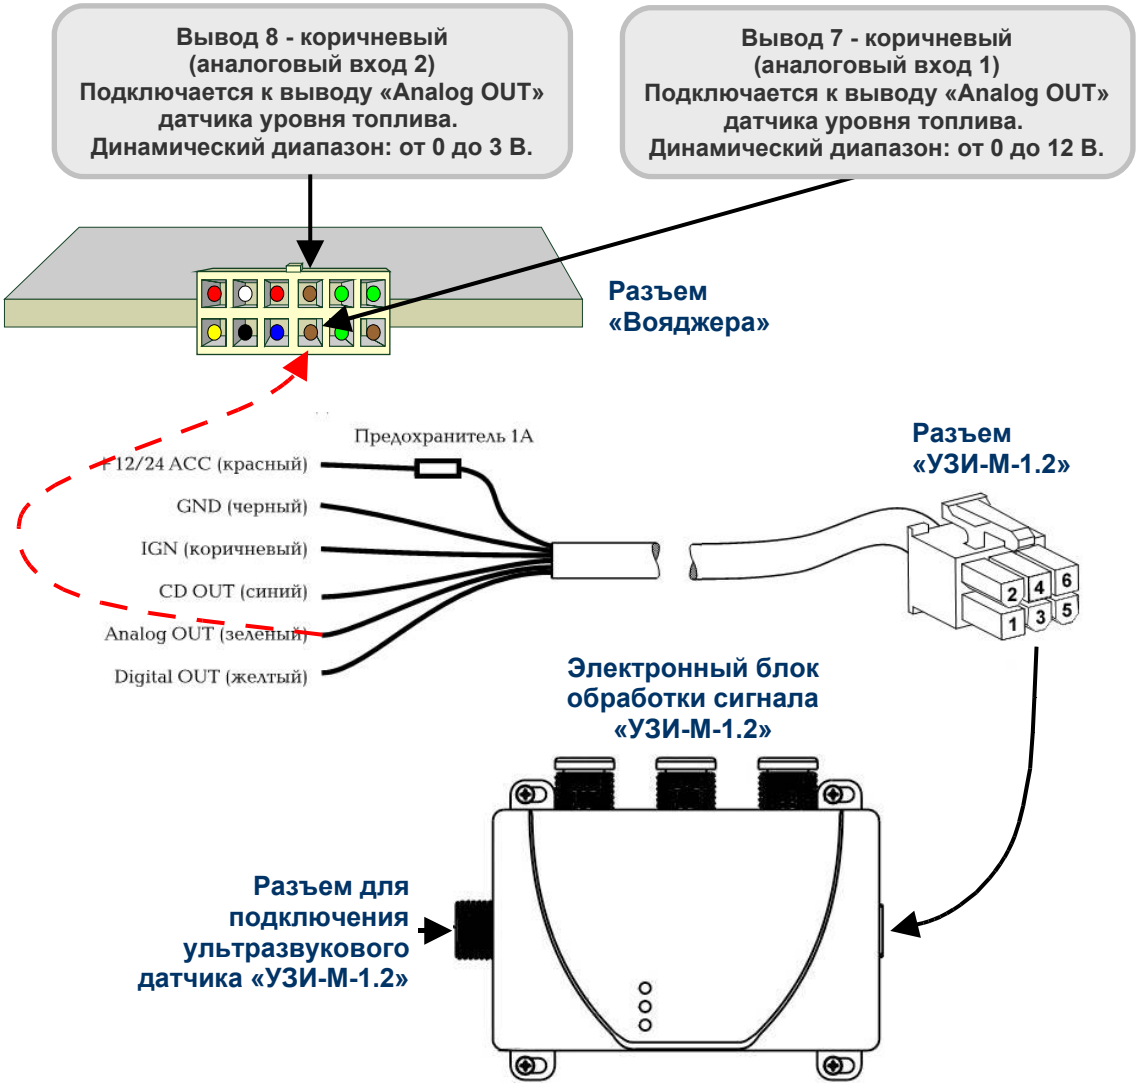

Рис.23.10. Как подключить ультразвукового датчика «УЗИ-М-1.2» с аналоговым выходным сигналом к «Вояджеру».
При работе с аналоговым выходным сигналом ультразвукового датчика «УЗИ-М-1.2» сигнальный выход подключается к аналоговому входу №1 или 2 «Вояджера» (рис.23.10).
- **Подключите** аналоговый вход №1 (вывод 7 – коричневый) или аналоговый вход №2 (вывод 8 – коричневый) к выводу «Analog OUT» датчика уровня топлива (рис.23.10).